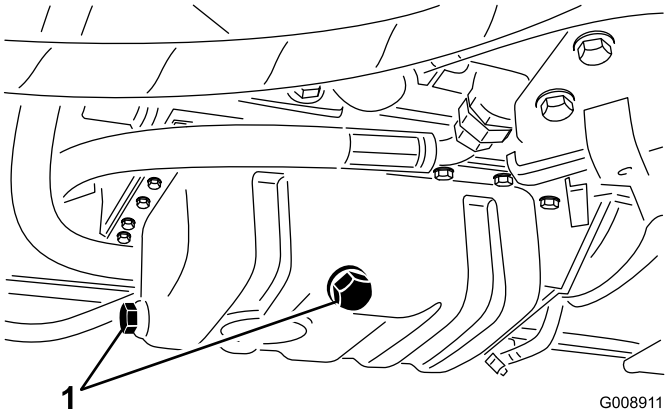

Figur 50
1. Ta bort avtappningspluggen (Figur 50) och låt oljan rinna ned i ett avtappningskärl.